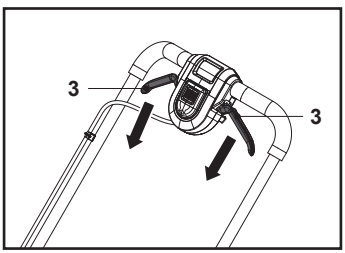

**Fig. 17**
Relâcher les leviers de démarrage (3) pour arrêter le moteur et la lame de coupe (22) (Fig. 17).